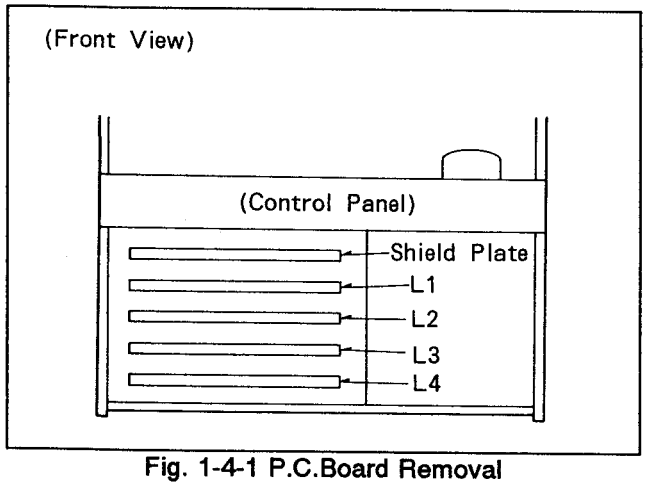

Fig. 1-4-1 P.C.Board Removal
1. Remove the Bottom Panel, refer to item 1-2.
3. Pull out the L1, L2, L3, L4 P.C.Boards and Shield Plate as shown in Figure 1-4-1.